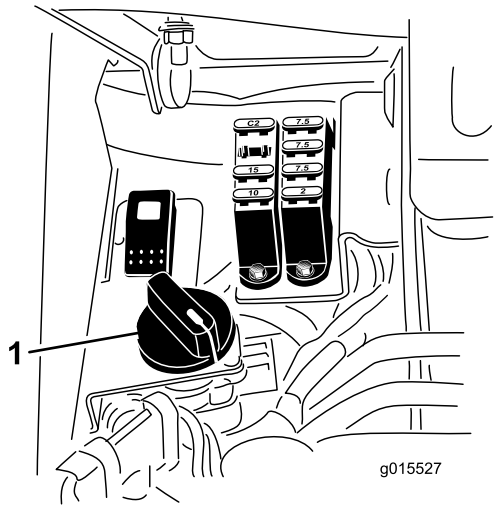

Figur 54
6. Drei spolehastighetskontrollen til posisjon 1 (Figur 54).